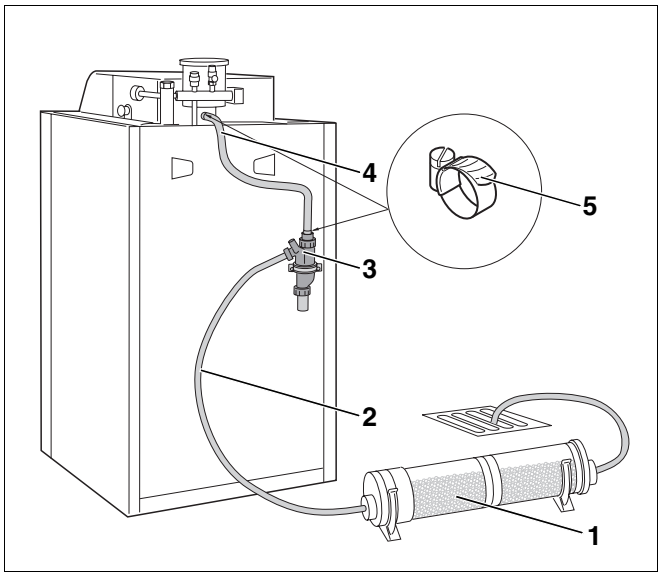

Rys. 22 Odprowadzenie skroplin; zestaw do odprowadzania skroplin z częścią neutralizującą (syfon zamontowany na ściance tylnej kotła grzewczego)
- Należy uważać, aby syfon (rys. 22, **poz. 3**) był zawsze wypełniony wodą. Chroni to przed nieprzyjemnymi zapachami.
- Syfon (rys. 22, **poz. 3**) zamontować poniżej kondensatora na króćcu wylotu spalin, np. na ściance tylnej kotła grzewczego lub w dowolnym miejscu na ścianie.
- Aby uniknąć cofania się skroplin do kotła grzewczego, wąż w osłonie z tkaniny (rys. 22, **poz. 4**) pomiędzy króćcem odpływu skroplin a syfonem (rys. 22, **poz. 3**) musi opadać w dół.
- Wąż zbrojony siatką (rys. 22, **poz. 4**) skrócić do odpowiedniej długości i zabezpieczyć obejmami (rys. 22, **poz. 5**).
- Ujście syfonu połączyć wężem karbowanym (rys. 22, **poz. 2**) z kanałem odpływowym lub częścią neutralizującą.